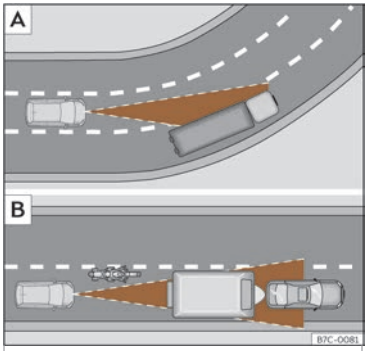

Fig. 164 A Vehicle en un revolt. B Motociclista circulant per davant fora del radi d'acció del sensor de radar.
L'ACC podria no detectar el vehicle precedent en un revolt o podria regular la distància amb vehicles que es troben en altres carrils ››› fig. 164 A.
- Vehicles que circulin desalineats o fora de la zona de detecció del sensor, per exemple, motocicletes››› fig. 164 B